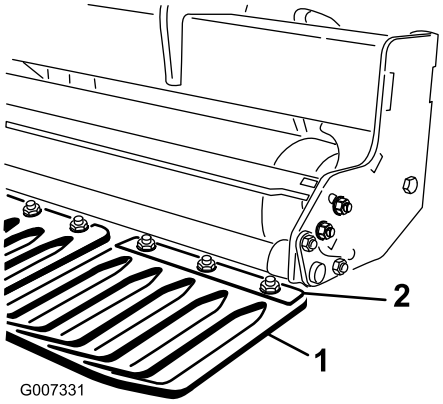

**Figur 14**
1. Løsn de møtrikker, der fastgør plæneafskærmningsklemmerne til plæneafskærmningens ramme (Figur 14).